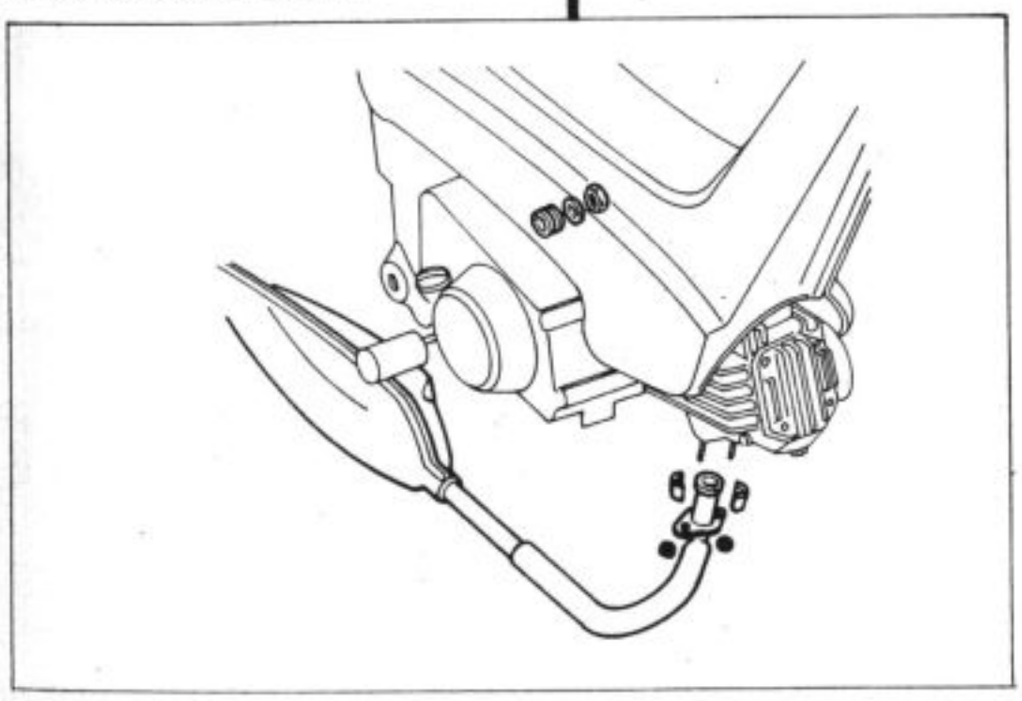

Fig. 3-1
1. Remove the engine in the numerical order in Fig. 3-1.